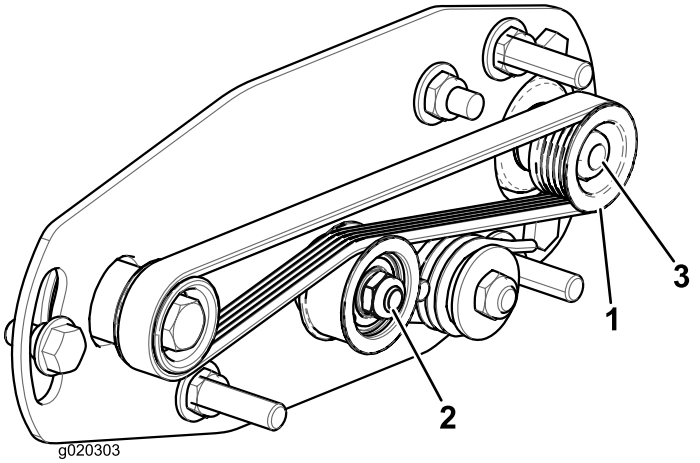
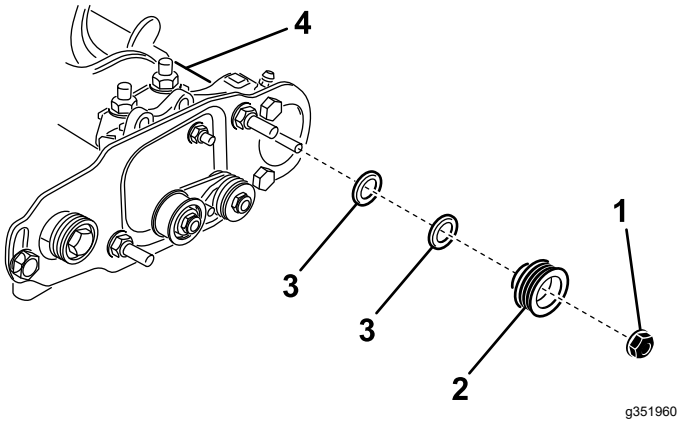

Figura 24
Figura 25
Nota: La polea arrastrada (en el eje del cepillo del rodillo) puede desplazarse hacia dentro y hacia fuera (Figura 24).
2. Mientras gira del molinete, que hará girar a su vez la polea motriz, haga palanca para retirar la correa de la polea motriz (Figura 24)
3. Retire la contratuerca que sujeta la polea arrastrada al eje del cepillo (Figura 24 o Figura 25).
4. Retire la polea arrastrada del eje (Figura 25).
5. Si es necesario desplazar la polea hacia fuera, añada una arandela de 0,8 mm de grosor (Figura 25).